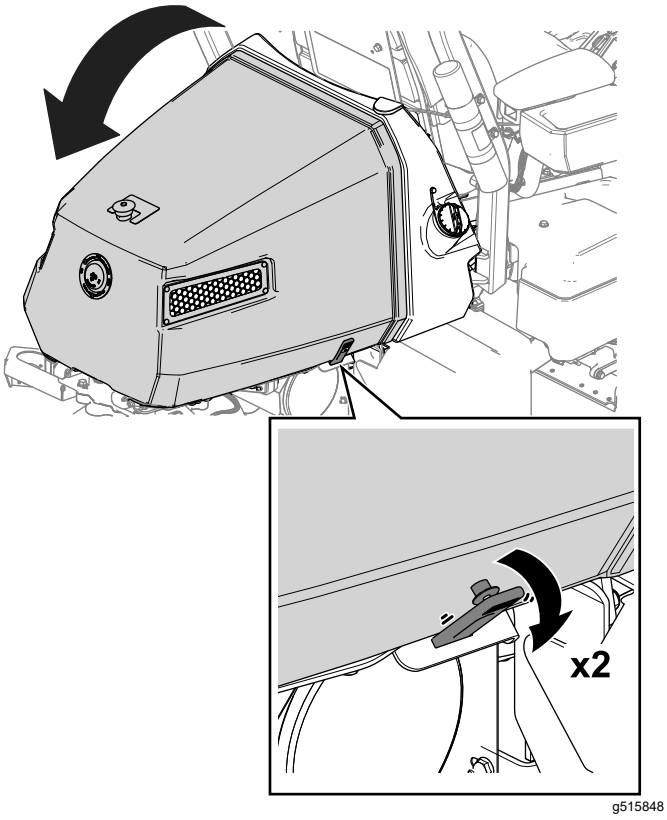

Figur 42
1. Lossa remmarna på motorhuvens båda sidor (Figur 42).
2. Lyft motorhuven (Figur 42).